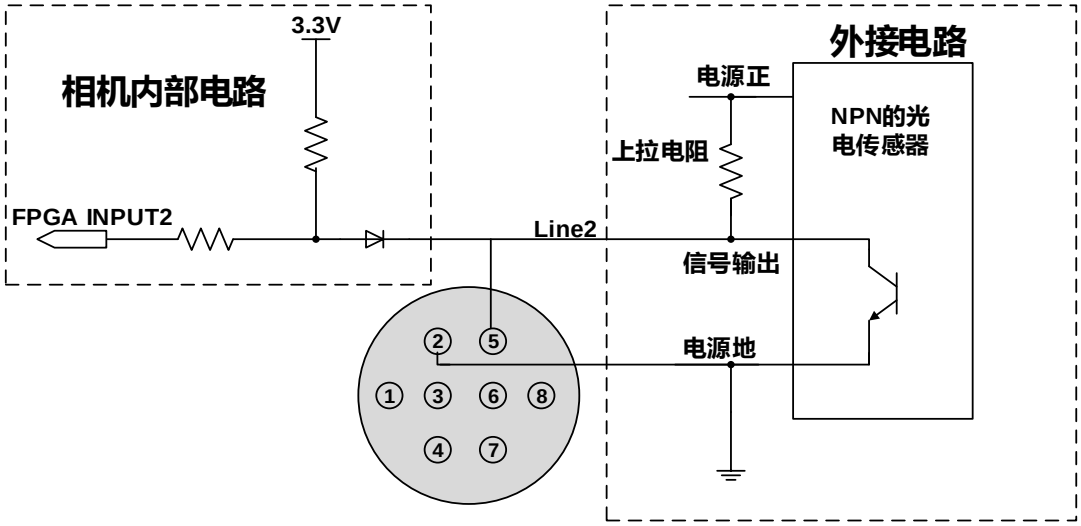
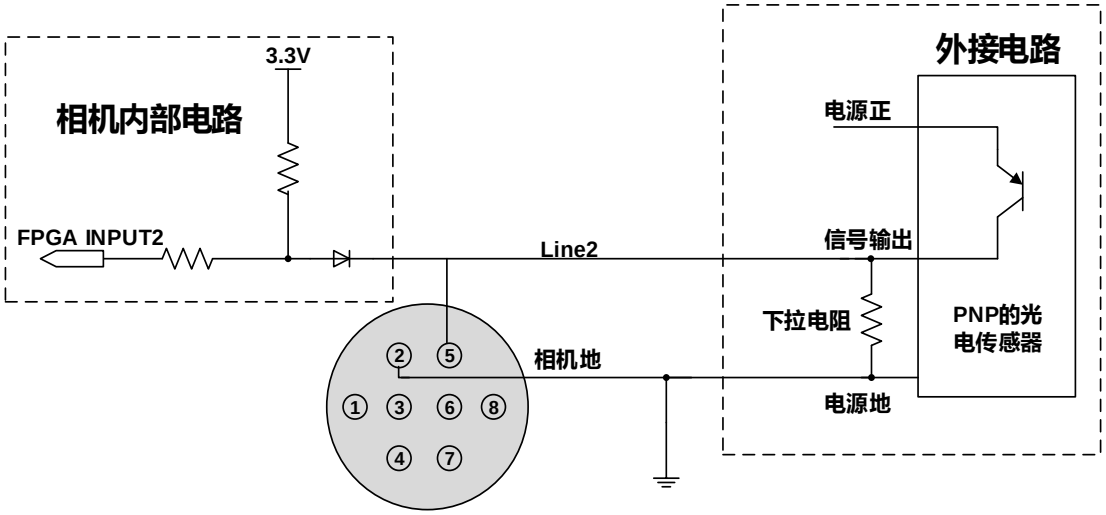

图 7-9 NPN 型光电传感器连接到 Line2 输入电路
图 7-10 PNP 型光电传感器连接到 Line2 输入电路
- Line2/3 输入高电平时，输入电流小于 100μA；Line2/3 输入低电平时，输入电流小于-1mA。Line2 和 Line3 输入电路和 NPN 型、PNP 型光电传感器的连接方法见图 7-9 和图 7-10。上拉电阻阻值和外接电源电压的关系见表 7-3